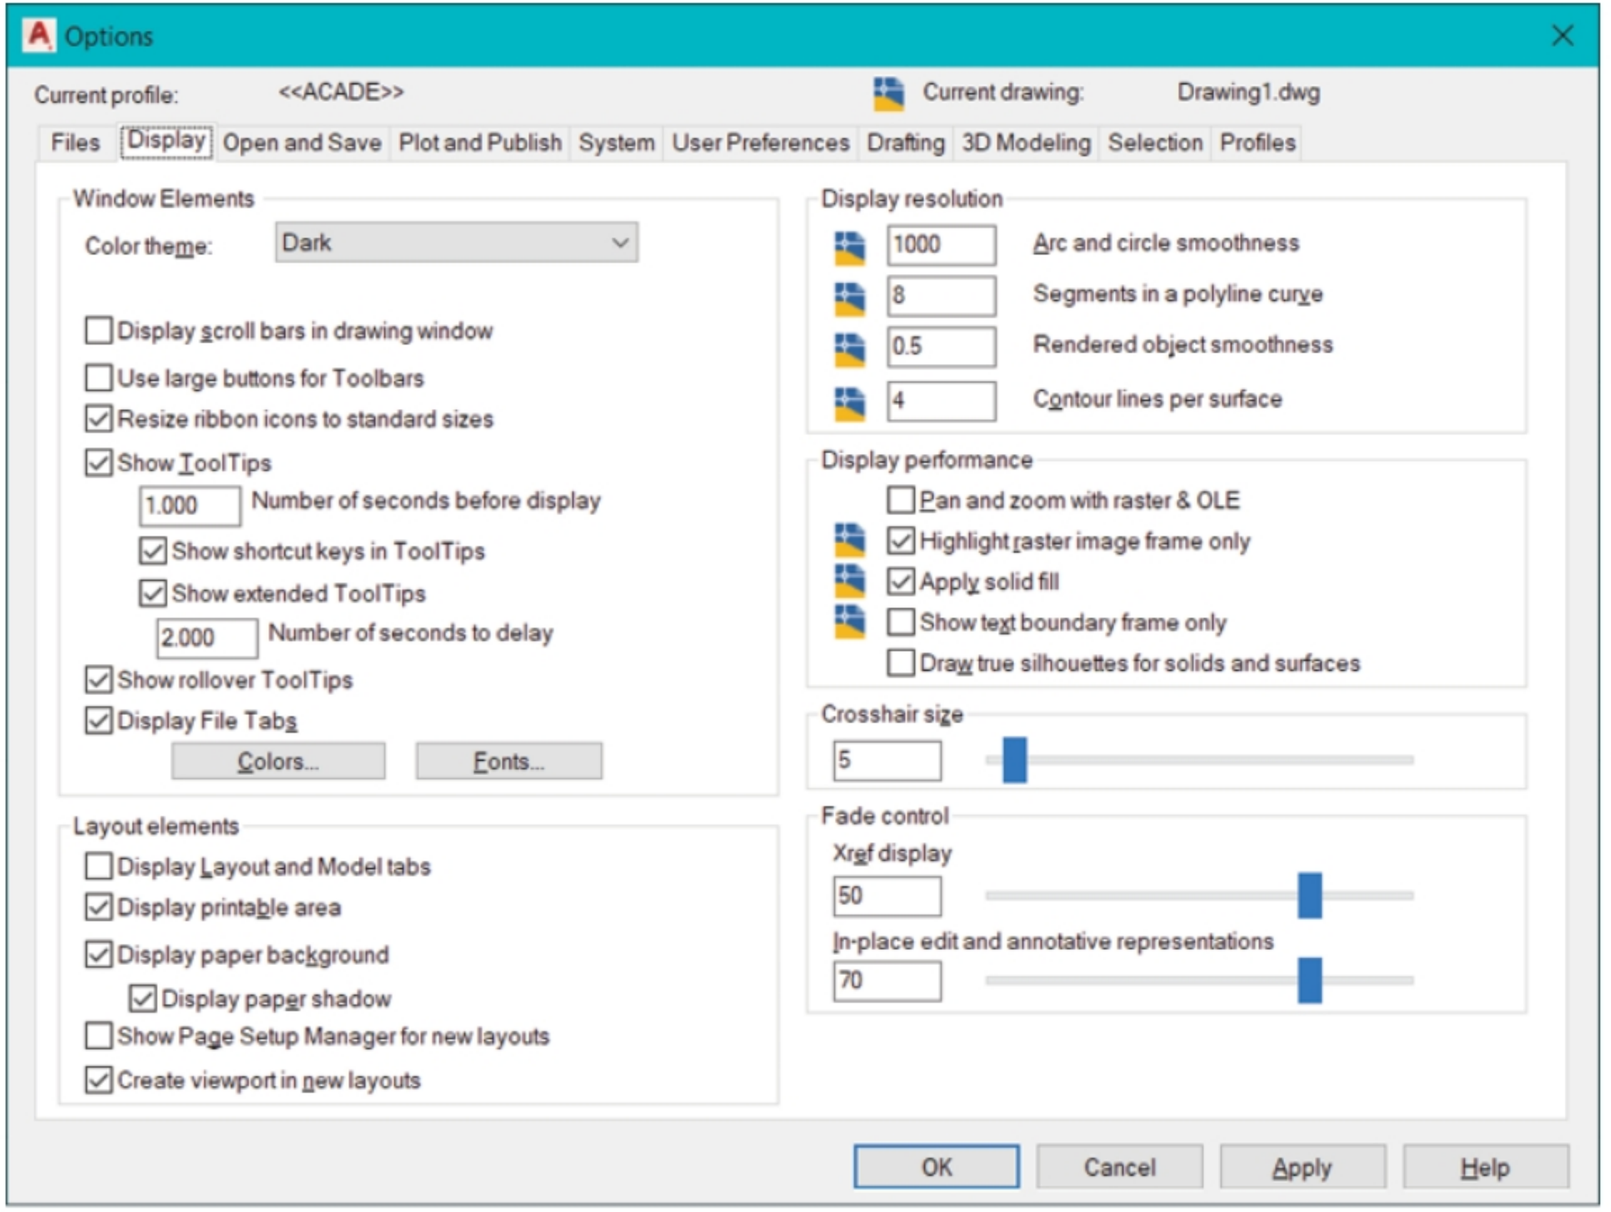

Figure-18. Options dialog box
- Click on the **Display** tab. The dialog box will be displayed as shown in Figure-18.